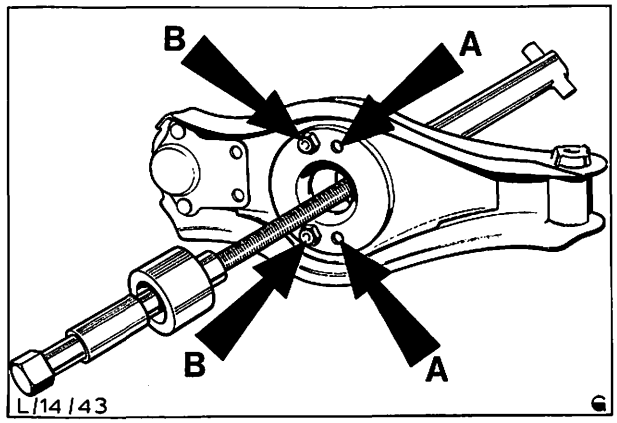

Abb. 18 Federspanner und unterer Querlenker
19. Feder mit abgeflachtem Auslauf nach oben gerichtet auf den unteren Querlenker setzen. Federspanner durch Querlenker und Feder führen. Darauf achten, daß der Teller des Spanners in der richtigen Stellung unter dem Querlenker angeordnet ist, Abb. 18.